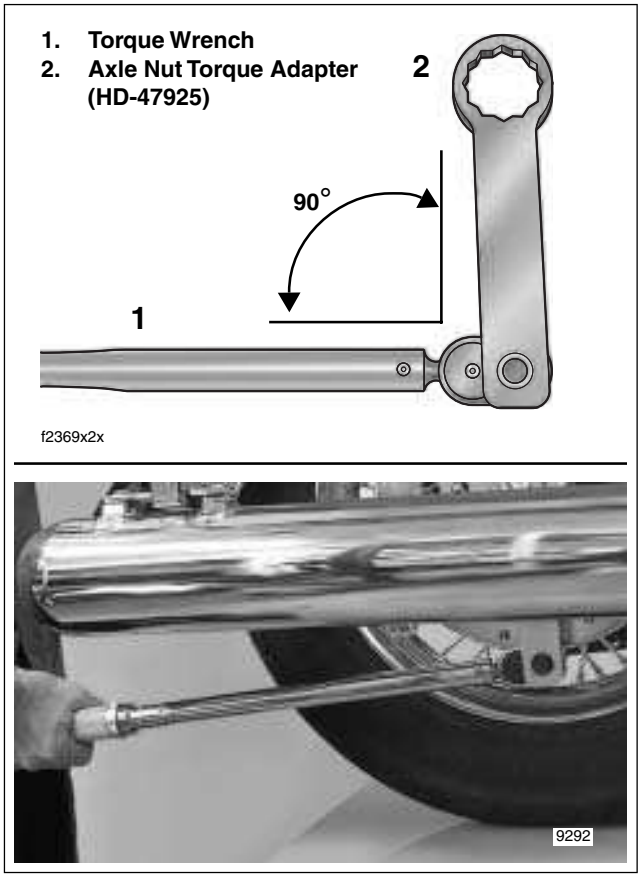

Figure 2-102. Install Tool Perpendicular to Torque Wrench
a. Install torque adapter perpendicular to torque wrench as shown in Figure 2-102.